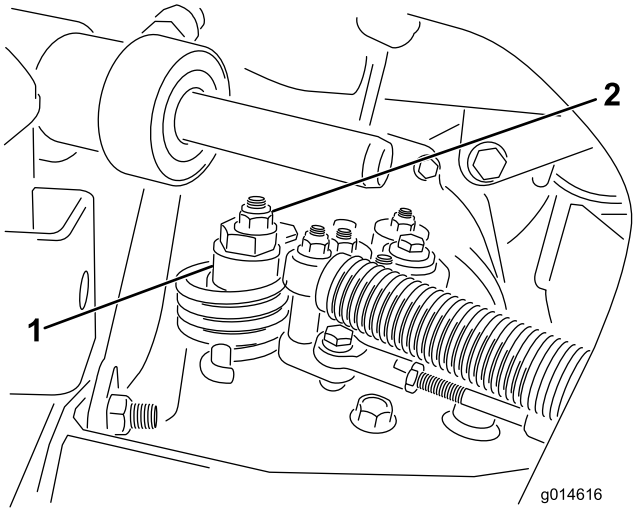

**Figure 47**
A. Desserrez l'écrou de fixation de l'excentrique en haut de l'hydrostat (Figure 47).
C. Tournez l'excentrique jusqu'à ce que la roue ne tourne plus dans aucune direction. Lorsque la route arrête de tourner, serrez l'écrou pour bloquer l'excentrique et le réglage (Figure 47). Vérifiez le réglage avec la commande d'accélérateur en position bas régime, puis haut régime.